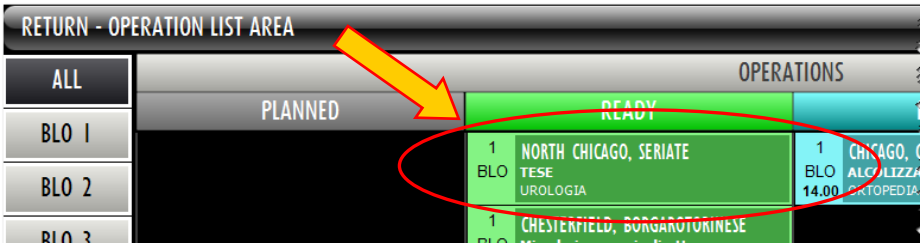

Fig 132 - Operation rectangle
- Click the corresponding rectangle (Fig 132).